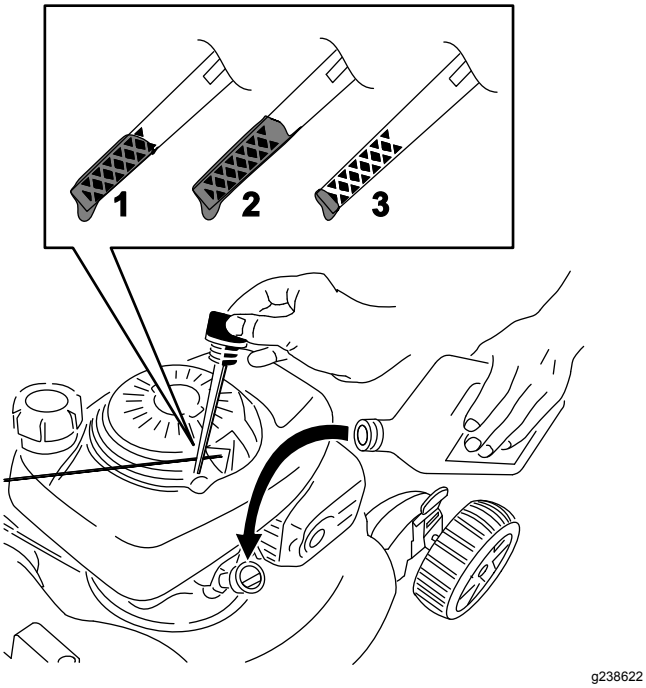

Figure 11
2. Remove the dipstick by rotating the cap counterclockwise and pulling it out (Figure 11).
5. Read the oil level on the dipstick (Figure 11).
- If the oil level on the dipstick is too low (Figure 11), carefully pour a small amount of SAE 30 or SAE 10W-30 detergent oil into the oil-fill tube, wait 3 minutes, and repeat steps 3 through 5 until the oil on the dipstick is at the correct level.
- If the oil level on the dipstick is too high (Figure 11), drain the excess oil until the oil on the dipstick is at the correct level; refer to Changing the Engine Oil (page 16).